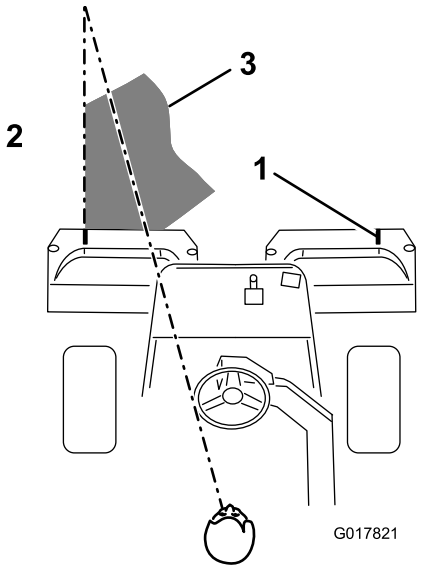

**Figuur 38**
3. Zorg ervoor dat een nieuwe maaibaan de vorige maaibaan zo weinig mogelijk overlapt. Om ervoor te zorgen dat u het gazon in een rechte lijn maait en de machine op een gelijke afstand van de rand van de vorige maaibaan blijft, moet u uitgaan van een denkbeeldige zichtlijn, ongeveer 1,8 tot 3 m vóór de machine tot de rand van het ongemaaide deel van de green (Figuur 38). Sommige bestuurders vinden het handig de buitenrand van het stuurwiel deel te laten uitmaken van de zichtlijn; d.w.z. de rand van het stuurwiel in een rechte lijn te houden ten opzichte van een punt dat altijd op dezelfde afstand van de voorkant van de machine blijft (Figuur 38).